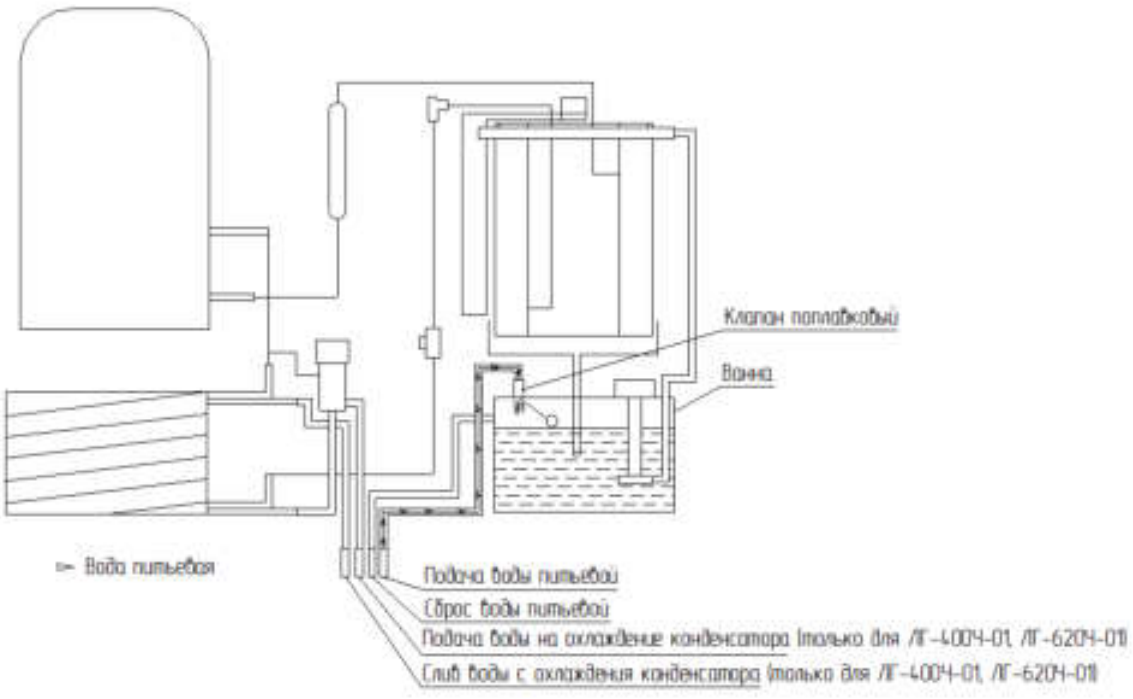

Рис.3 Режим заполнения ванны водой
1. Режим *ЗАПОЛНЕНИЯ ВАННЫ ВОДОЙ* (рис. 3)